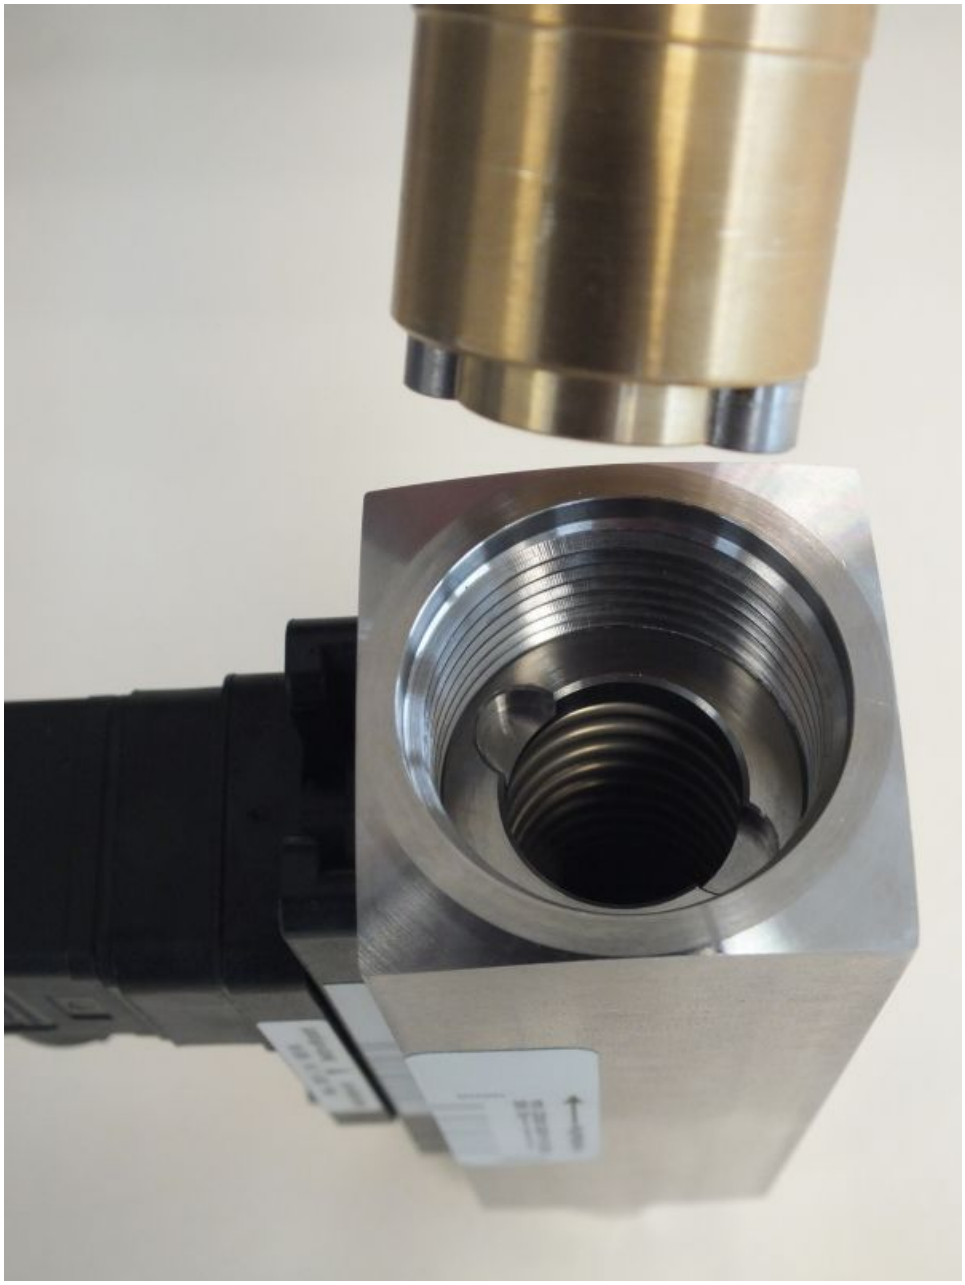

Fig. 49: Insert threaded ring insertion tool (inlet)
10. Insert the threaded ring insertion tool into the device inlet (*Fig. 49*) and turn until it rest in the keyway of the threaded ring